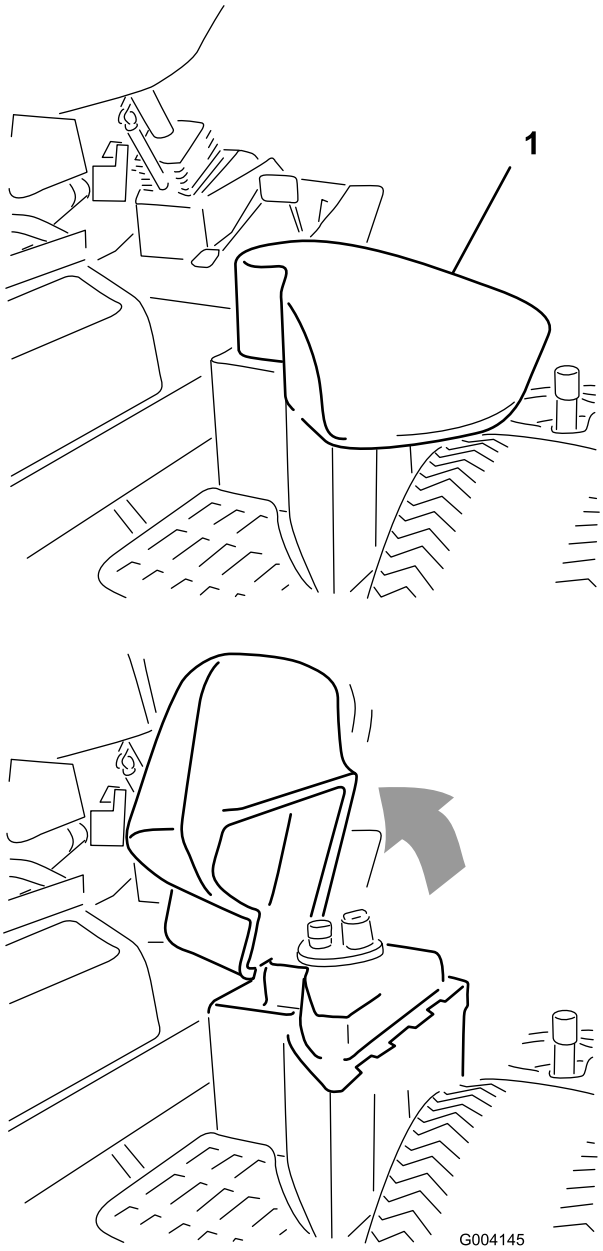

Figur 37
2. Höj upp hydraultankskåpan på maskinens högra sida (Figur 37).